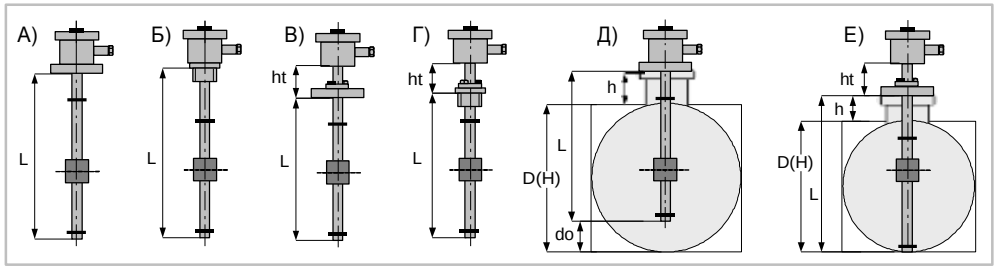

Рис. 13
Длина направляющей (L) – это расстояние от нижнего торца направляющей до посадочной поверхности фланца или резьбового штуцера (рис. 13А,Б).
В случае с «регулируемым» креплением, L - часть направляющей, находящейся внутри резервуара (рис. 13В,Г). Выступающая часть направляющей (ht) по умолчанию устанавливается равной 150 мм.
- с указанием размера ht: ПМП-201А-**L…-ht…** (рис. 13В,Г,Е),
- с указанием диаметра D (высоты H) резервуара и высоты горловины резервуара h: 1) ПМП-201А-**D…-h…**; 2) ПМП-201-**H…-h…** (рис. 13Д,Е). Для «жесткого» крепления размер отступа от дна (d0) устанавливается равным 40мм (по умолчанию).
- с указанием других размеров, достаточных для изготовления преобразователя (из приведенных на рис. 13).